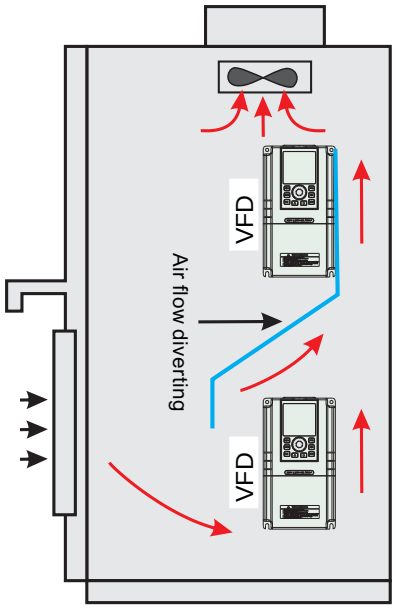

Figure 3-2 Mounting of multiple inverters
- When several inverters are installed in one cabinet, they should be mounted in parallel with special incoming and out coming ventilation and special fans. When two inverters are mounted up and down, an air flow diverting plate should be fixed as shown in Fig.3-2 to ensure good heat dissipation.